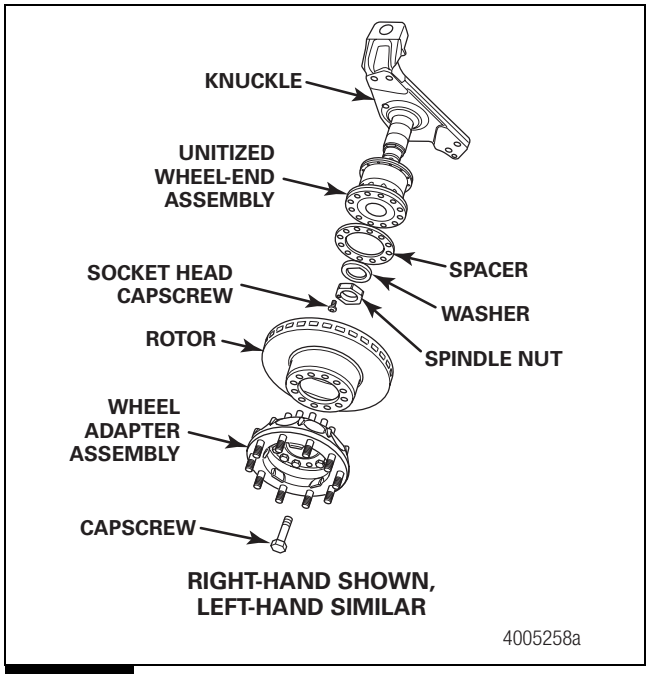
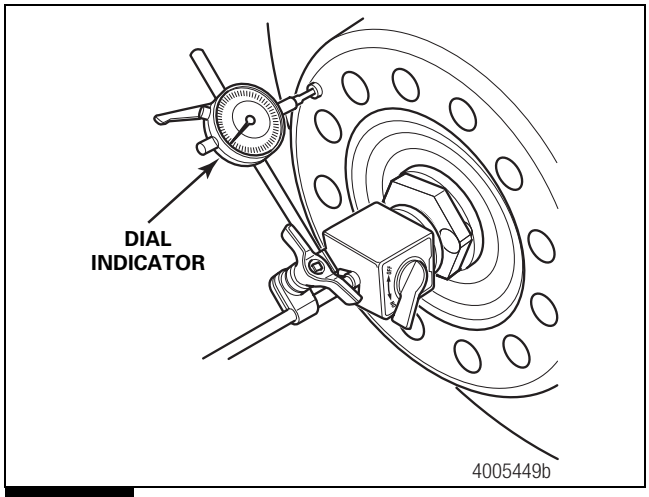

Figure 4.13
Figure 4.14
3. Remove the wheel, wheel adapter, rotor and spacer. The outboard and inboard seals of the bearing may purge small amounts of grease that are visible during inspection. This is a normal occurrence. Attach the magnetic base of a dial indicator onto the end of the spindle. Touch the indicator stem against the unitized wheel end mounting face. Figure 4.13. and Figure 4.14.